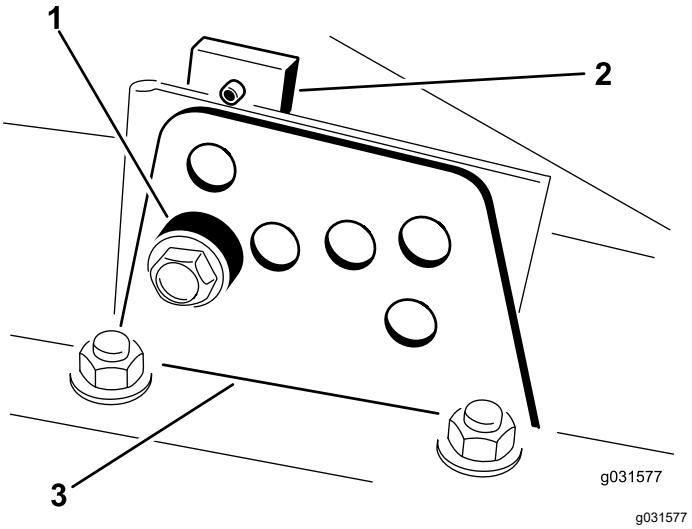

Figura 18
2. Allentate il bullone che fissa ogni staffa dell'altezza di taglio alla relativa piastra (lati anteriore e laterali), come illustrato nella Figura 18.
4. Supportate l'alloggiamento e togliete il distanziale (Figura 18).